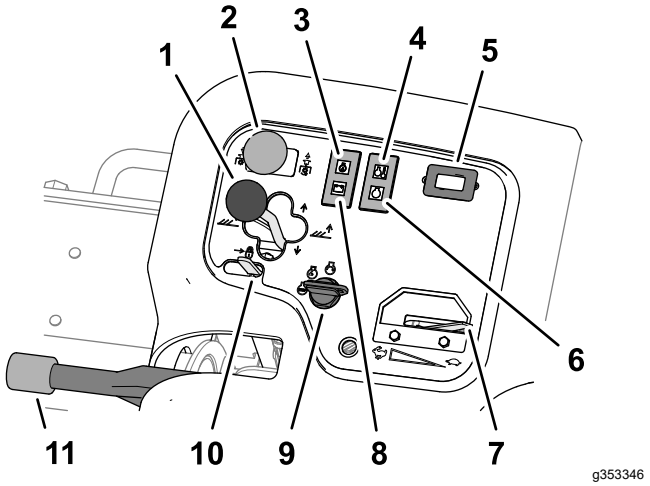

Figuur 43
- Om de maai-eenheden omlaag te brengen naar de grond, duwt u de schakelhendel van de maai-eenheid naar voren naar de stand OMLAAGBRENGEN (Figuur 43).
De schakelaar van de maaiaandrijving (Figuur 43) heeft 2 standen: INSCHAKELEN en UITSCHAKELEN. De tuimelschakelaar bedient een solenoïdeklep op de kleppenset om de maai-eenheden aan te drijven.
Het oliedruklampje (Figuur 43) licht op als de motoroliedruk gevaarlijk laag is.
Het waarschuwingslampje voor de koelvloeistoftemperatuur (Figuur 43) gaat branden als de temperatuur van de koelvloeistof te hoog wordt. Bij deze temperatuur worden de maai-eenheden uitgeschakeld. Als de temperatuur van de koelvloeistof nog eens 5,5 °C stijgt, zal de motor uitgeschakeld worden om verdere beschadiging te voorkomen.
De urenteller (Figuur 43) toont het aantal uren dat de machine in bedrijf is geweest. De urenteller gaat lopen als de contactschakelaar ingeschakeld is.
Het indicatielampje van de gloeibougie (Figuur 43) gaat branden als de gloeibougies ingeschakeld zijn.
Zet de hendel (Figuur 43) naar voren om de motorsnelheid te verhogen en naar achteren om de snelheid te verlagen.
Het lampje van de wisselstroomdynamo (Figuur 43) wordt uitgeschakeld wanneer de motor loopt. Als het lampje van de wisselstroomdynamo brandt wanneer de motor loopt, moet u het oplaadsysteem controleren en herstellen indien nodig.
Gebruik de ontstekingsschakelaar (Figuur 43) om de motor en de lichten te laten werken. De contactschakelaar heeft 3 standen:
Zet de vergrendeling van de hefhendel (Figuur 43) naar achteren om te voorkomen dat de maai-eenheden naar beneden vallen.
Als u de motor afzet, moet u de parkeerrem (Figuur 43) in werking stellen teneinde te voorkomen dat de machine per ongeluk in beweging komt. Om de parkeerrem in werking te stellen, moet u de hendel omhoog duwen. Om de parkeerrem vrij te zetten, duwt u de hendel naar beneden.